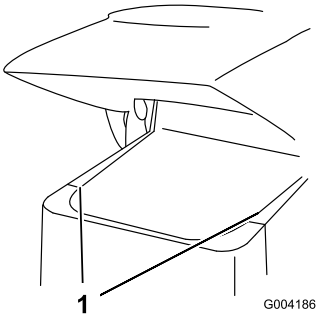

Figuur 28
2. Schuif de zijschermen (Figuur 28) omhoog en uit de sleuven in het voorscherm en het frame.